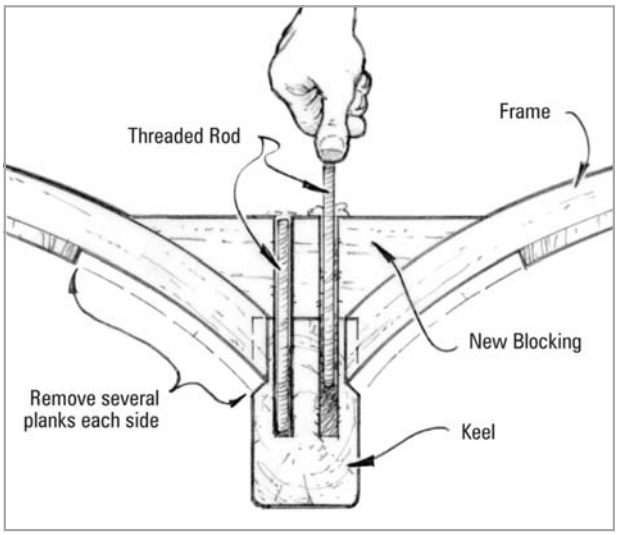

Figure 4-11 *Bond threaded rod through the blocking and at least 3" into the keel.*
10. Push the coated rod to the bottom of the filled hole *(Figure 4-11)*. Fill the holes to the top as necessary. Clean up excess epoxy before it cures.